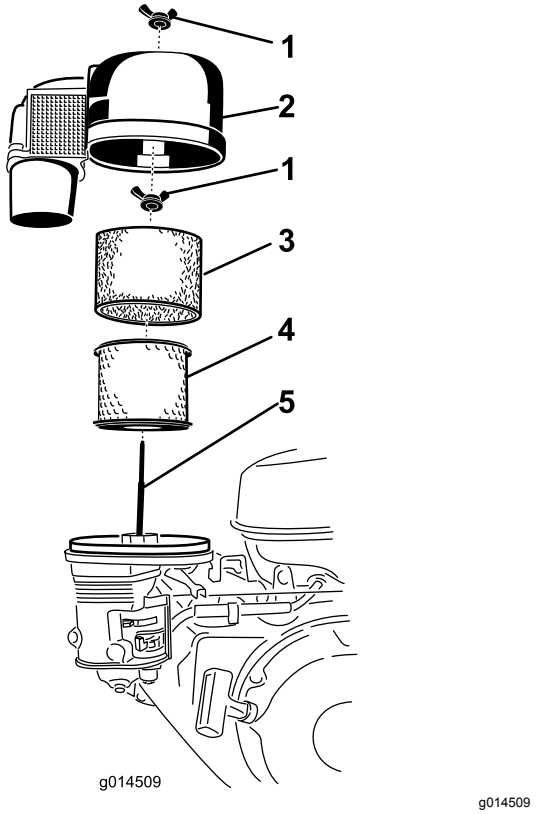

Figure 15
3. Retirez l'écrou à oreilles et soulevez le couvercle du filtre à air avec son capot (Figure 15).
4. Retirez l'élément en mousse (Figure 15).
5. Retirez l'écrou à oreilles au sommet de l'élément en papier et retirez celui-ci (Figure 15).
1. Nettoyez l'élément en papier en le tapotant pour faire tomber la poussière. Remplacez-le s'il est très encrassé (Figure 15).